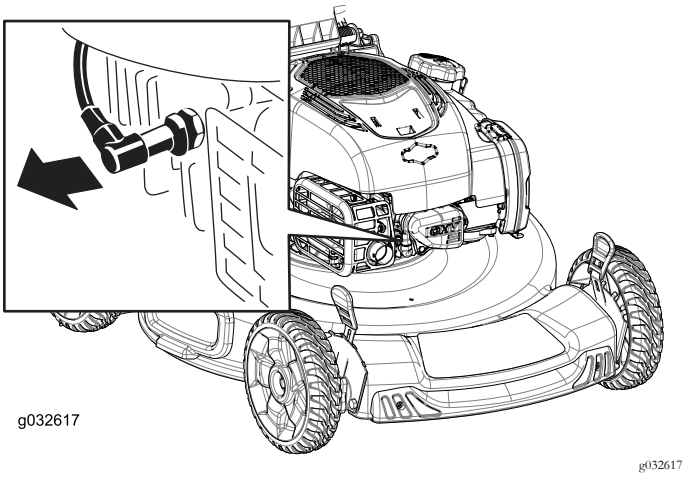

Bild 32
2. Ziehen Sie den Kerzenstecker von der Zündkerze ab (Bild 32).